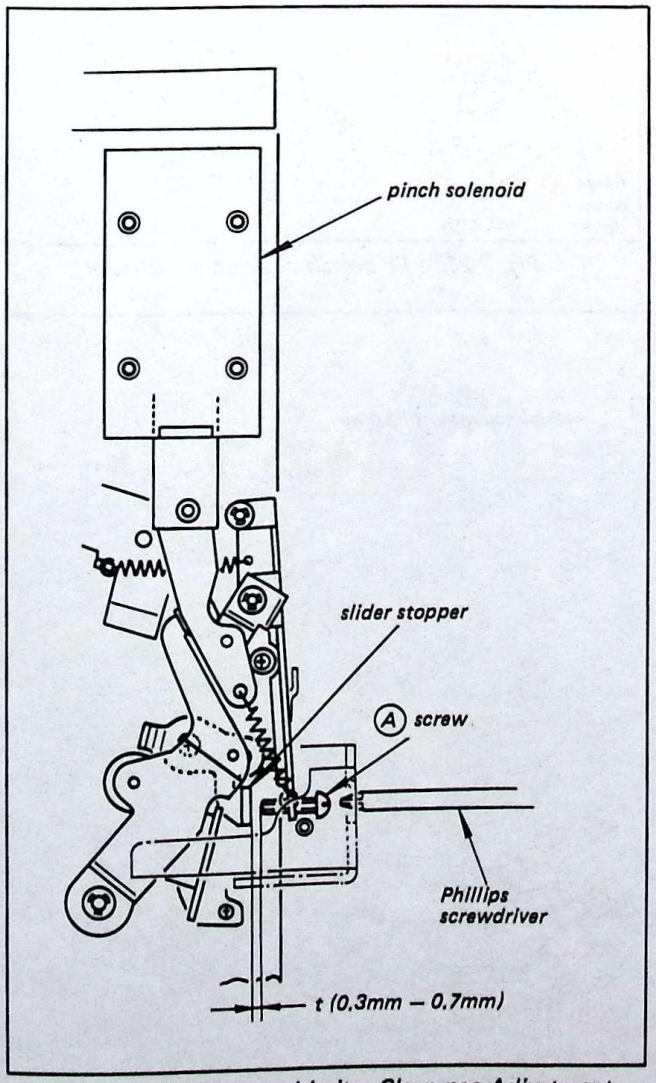

Fig. 3-20. Pinch Press Limiter Clearance Adjustment
2) With the pinch solenoid adsorbed, check to see that clearance t (Fig. 3-20) is 0.3 mm – 0.7 mm. If not, follow the adjustment procedure below.